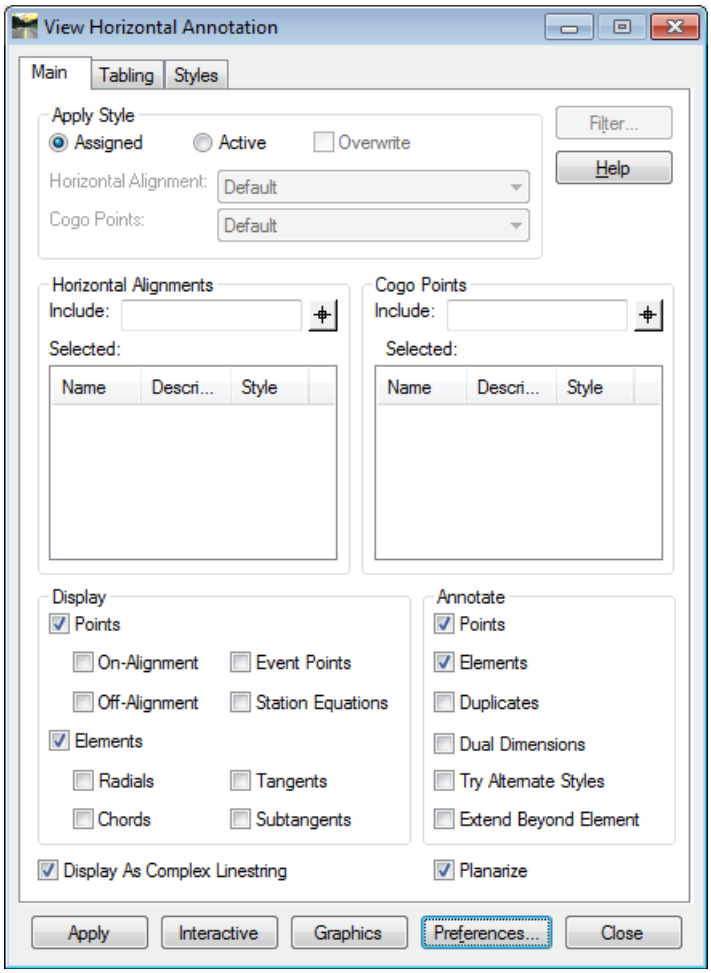
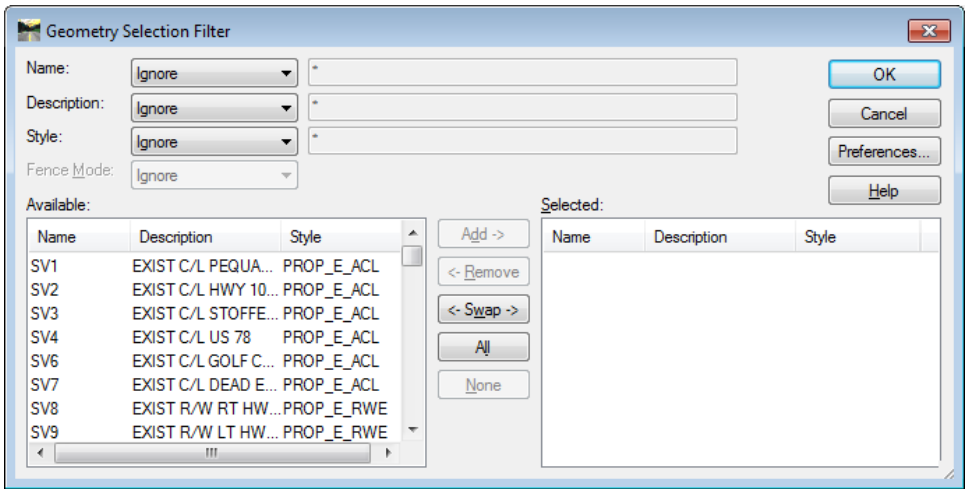
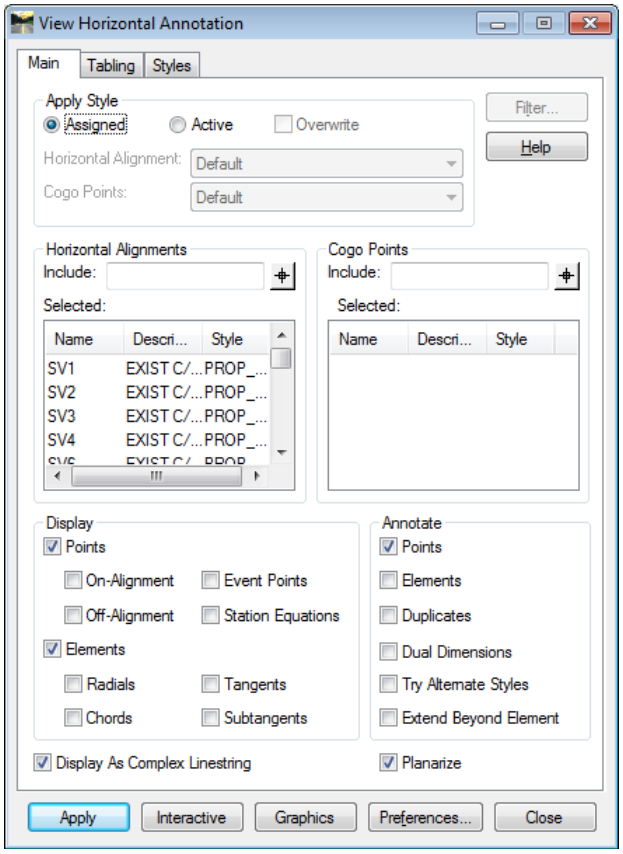

Figure L3-2 View Horizontal Annotation
Figure L3-3 Geometry Selection Filter
Figure L3-4 View Horizontal Annotation
8.	**Set the Viewing Preferences for Design Information.** • In the **View Horizontal Annotation** dialog click the **Preferences** button. • In the **Preferences** dialog that opens, select ***BEARING & DISTANCE***. This Preference loads the settings for the typical viewing of Existing Centerlines. • Click **Load** & **Close**. • Verify the **View Horizontal Annotation** dialog settings match those shown in *Figure L3-2*. *'Preferences' are used throughout InRoads for storing data for later retrieval related to viewing settings, dialog box settings, options and standards settings. 'Preferences' are stored in a Preference file. The name of the Preference file GDOT uses is GDOT_StandardV8i_SS2.xin and is available for download from the ROADS Webpage.*
9.	In *Figure L3-2* above, under the **Annotate** frame, uncheck the **Elements** check box. *The Annotate Elements check box annotates the bearing and distance on Alignments. This information is not needed for this Lab.*
10.	In *Figure L3-2*, notice the **Filter** button is Grayed out. • Click in the **Horizontal Alignments** '**Include:**' key-in field. • Notice the **Filter** button is now active. • Click the **Filter** button. The **Geometry Selection Filter** dialog opens as shown in *Figure L3-3*. • Click the **All** button to move all the Horizontal Alignments to the '**Selected**' field. • Click **OK** to return to the **View Horizontal Annotation** dialog. • Notice the Alignments are now populated in the **View Horizontal Annotation** frame's **Horizontal Alignments** '**Selected**' field as shown in *Figure L3-4*. *The Geometry Selection Filter lists all the Horizontal Alignments in the Available field and allows the user to Filter data for viewing by several methods.*